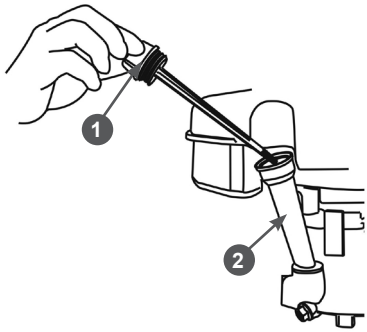

Рис. 10. Крышка-щуп маслозаливной горловины
2. Открутите крышку-щуп 1 маслозаливной горловины 2 и извлеките щуп (Рис. 10).
2. Открутите крышку-щуп 1 маслозаливной горловины и извлеките щуп (Рис. 10).